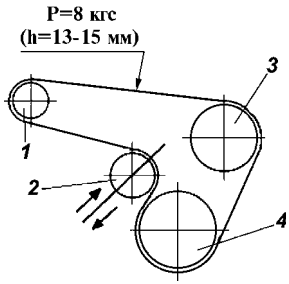

Рис. 9.34. Схема натяжения ремня привода генератора и насоса системы охлаждения:
- ослабьте болт крепления натяжного ролика 2 (рис.9.34);
- ослабьте болт крепления натяжного ролика 2 на оси (см. рис. 9.34);